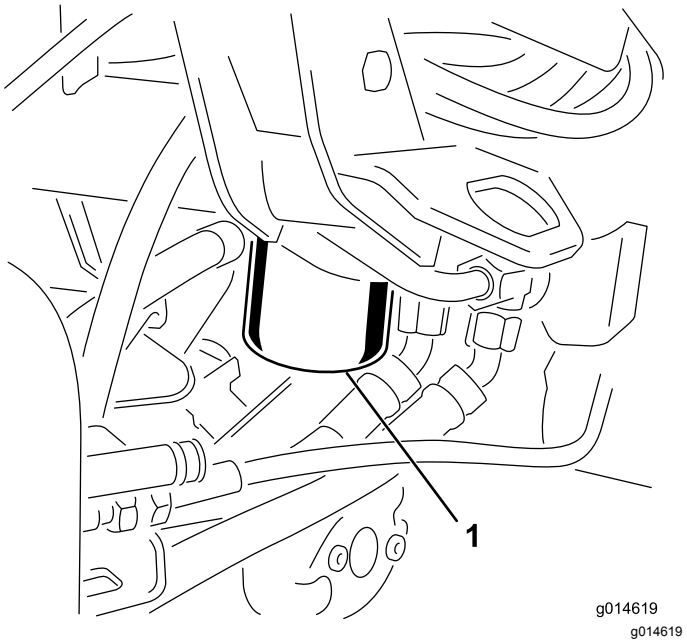

Figur 39
1. Rengör runt området där filtret monteras (Figur 39). Ställ ett avtappningskärl under filtret och ta bort filtret.